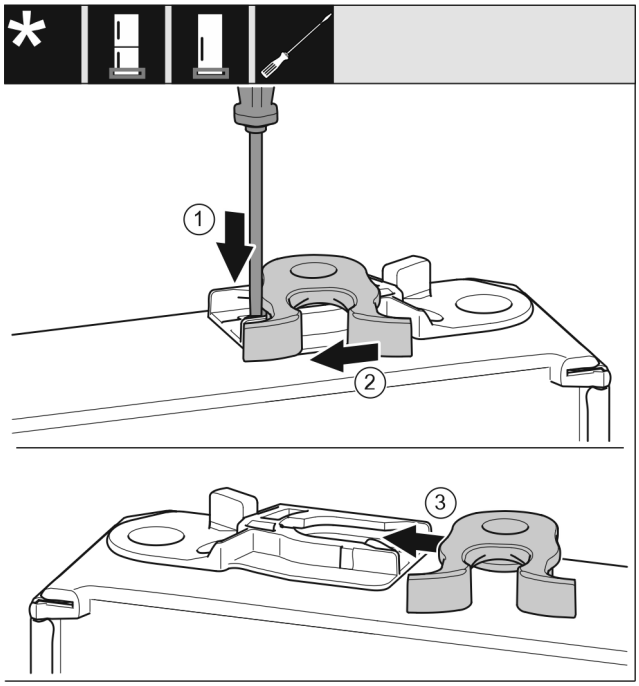

*Fig. 51 **
- ▶ Use a slotted screwdriver to push the tab *Fig. 51 (1)* downwards.*
- ▶ Pull the closing hook *Fig. 51 (2)* out of the guide.*
- ▶ Insert the closing hook *Fig. 51 (3)* into the guide on the other side.*